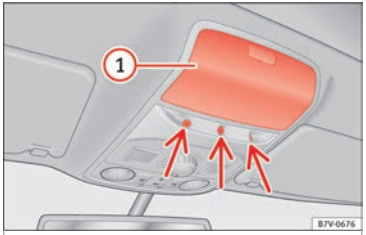

Fig. 48 On the roof console: interior monitoring sensors
Close the storage compartment ››› **Fig. 48 (1)** on the roof console, otherwise the interior